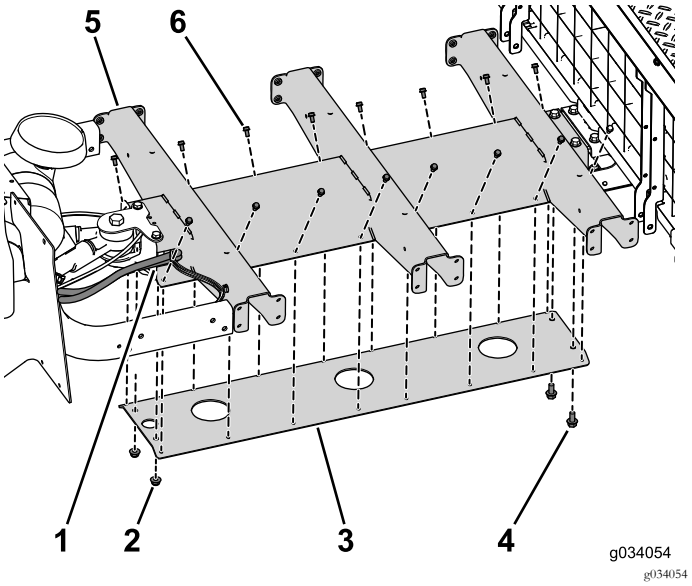

Bild 30
1. Befestigen Sie die Plattformstütze mit den vier Schrauben (5/16" x ¾") lose am mittleren Kanal (Bild 30).